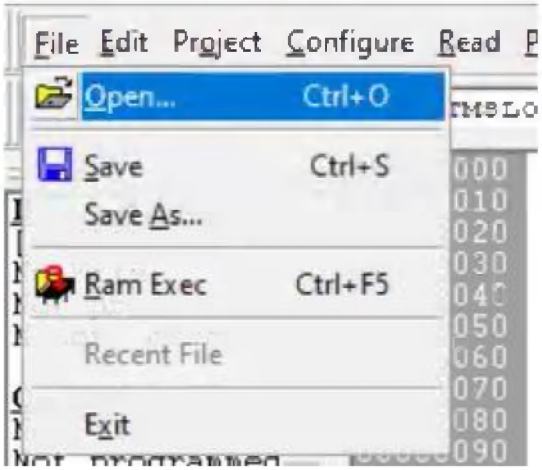

Рисунок 50
5.2.10 На верхней панели нажать кнопкуFile–>Open (Рисунок 50).